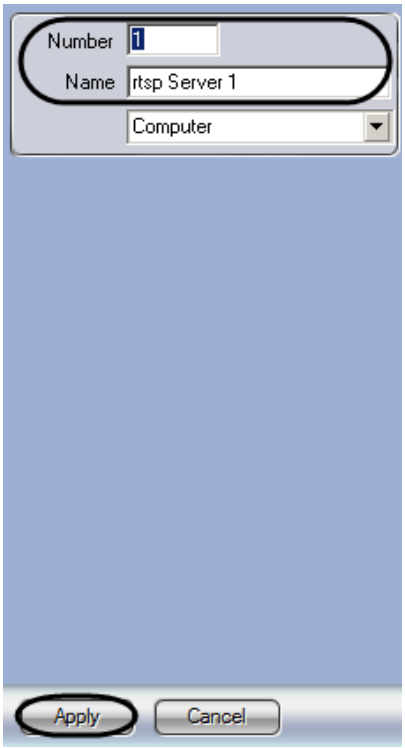

Figure 8.17-1 Creating the “rtsp Server” object
2. Specify the name and ID of the object in the opened panel (Figure 8.17-1).
3. Click the “Apply” button to create the object (Figure 8.17-1).